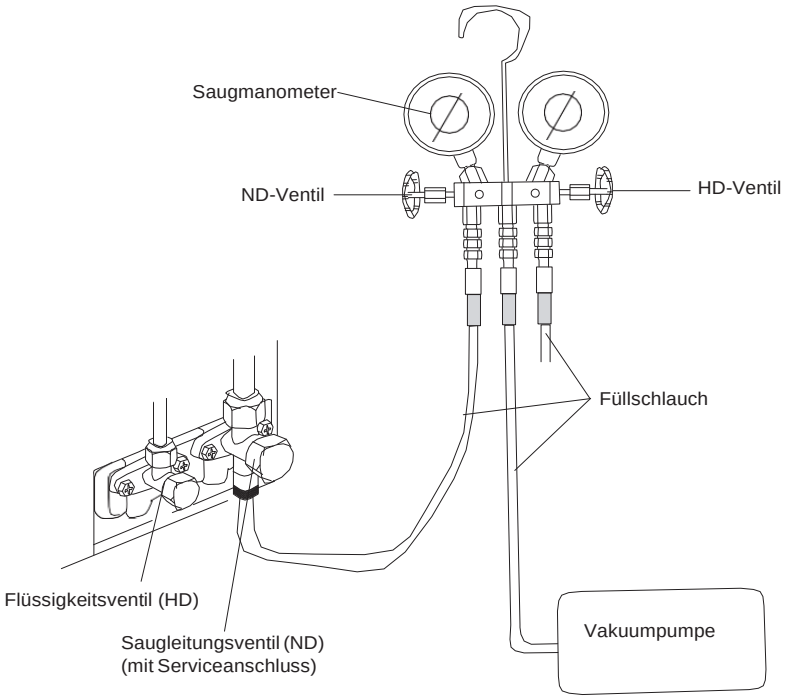

Bild 40: Evakuieren
- Wenn die Anlage dicht ist, wird sie evakuiert. Dazu Füllschlauch an der Niederdruckseite der Manometerbatterie mit dem Serviceanschluss des Ventils auf der Saugseite des Außengeräts verbinden (siehe Bild 40). Alle Ventile sind geschlossen.